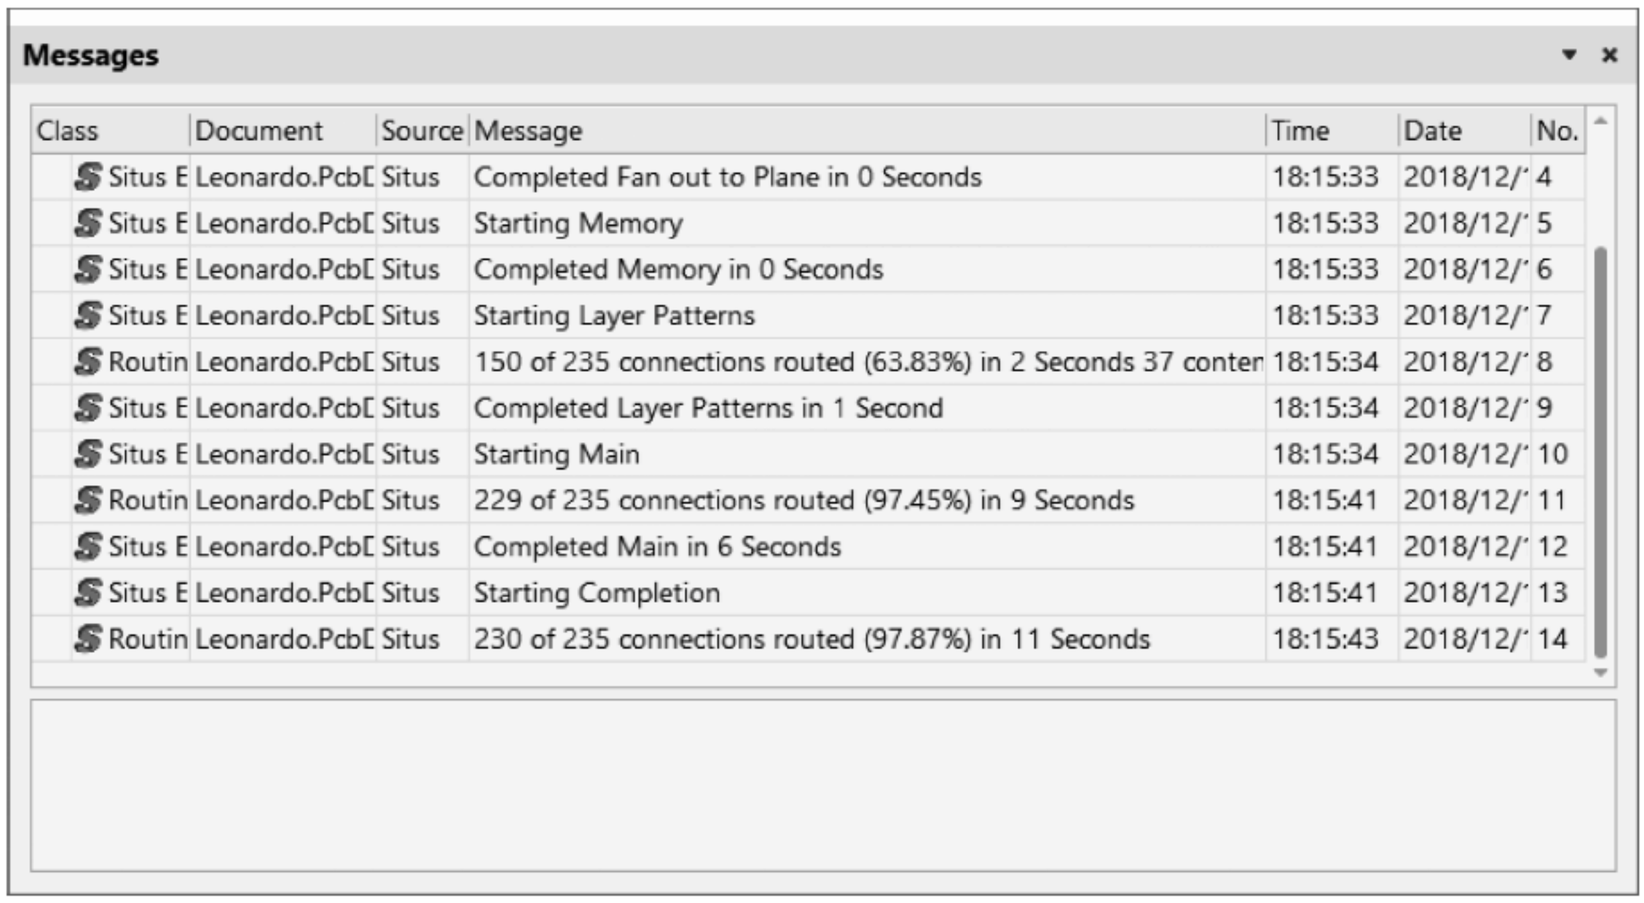

图 1-256　显示自动布线状态
(1) All(全部)：用于为全局自动布线，其操作步骤如下：
① 执行菜单栏中“布线”→“自动布线”→“全部”命令，或者按快捷键 U+A+A。系统将弹出“Situs 布线策略”对话框，在该对话框中可以设置自动布线策略。
② 选择一项布线策略，然后单击 Route All 按钮即可进入自动布线状态。这里选择系统默认的“Default 2 Layer Board(默认双面板)”策略，如图 1-255 所示。布线过程中将自动弹出 Messages(信息)面板，并显示自动布线的状态信息，如图 1-256 所示。